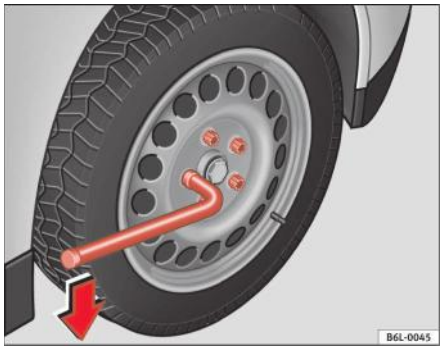

Fig. 125 Înlocuirea unei roți: slăbiți prezoanele de roți
– Prindeți cheia de celălalt capăt şi rotiți-o aproximativ o tură spre **stânga** ⇒ pagina 213, fig. 125.